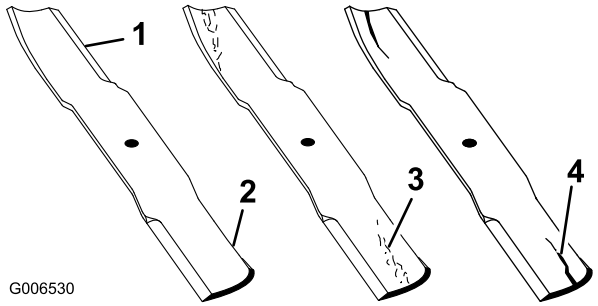

Figur 94
1. Efterse skærekanterne (Figur 94). Hvis kanterne ikke er skarpe, eller hvis de har hakker, skal skæreknivene afmonteres og slibes. Se afsnittet Slibning af skæreknivene.
2. Efterse knivene, især det buede område (Figur 94). Hvis kniven er beskadiget eller slidt, eller hvis der er antydning af en revne i dette område (Figur 94), skal du straks montere en ny kniv.